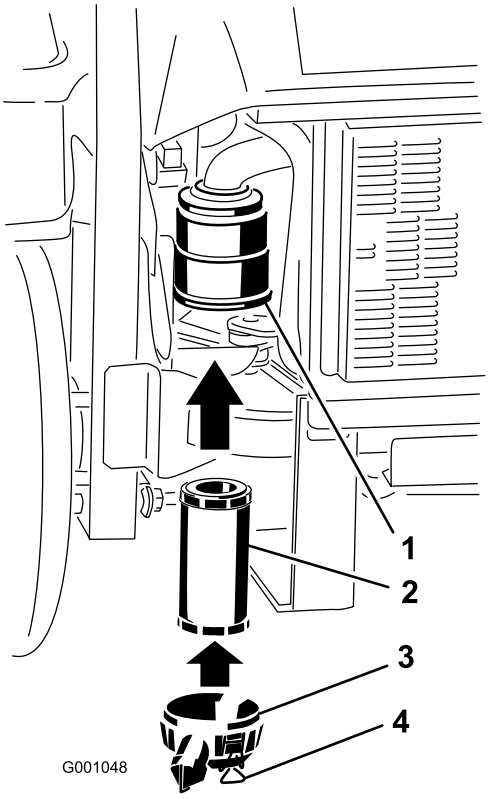

**Figur 33**
2. Isæt forsigtigt det nye filter i filterhuset (Figur 33). Sørg for, at det er helt på plads ved at skubbe på filterets yderste kant, mens det installeres.
3. Monter luftfilterdækslet, og fastgør låsene (Figur 33).